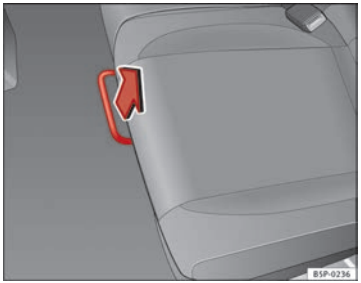

Fig. 95 For unlocking the rear seat
– In the seated position, unlock the lever in the direction of the arrow ⇒ Fig. 95.